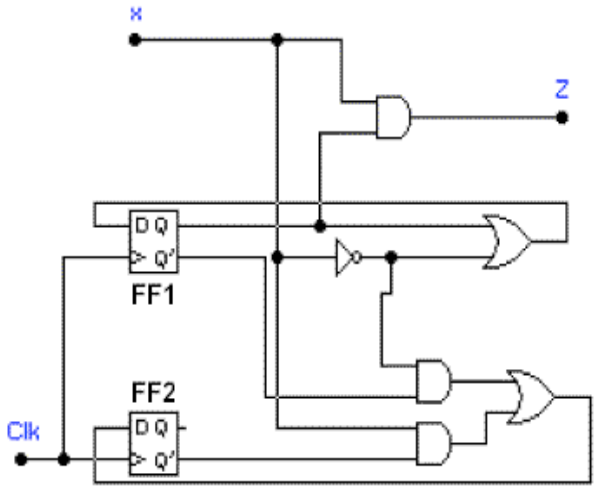

Figure 4
10. Consider a sequential circuit shown in Figure 4. It has one input *X*, one output *Z* and two state variables Q1Q2 (thus having four possible present states 00, 01, 10, 11). Based on the circuit, derive: